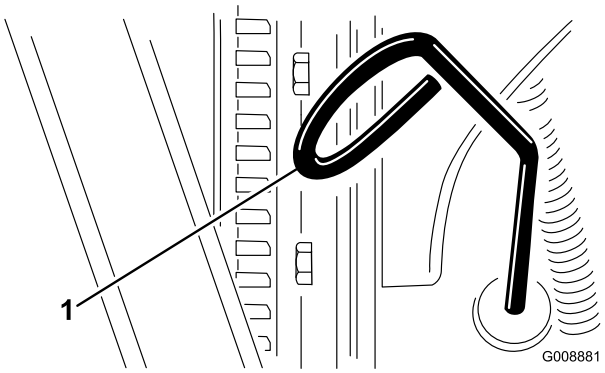

Figuur 20
2. Verwijder de peilstok (Figuur 20) en veeg deze af met een schone doek.